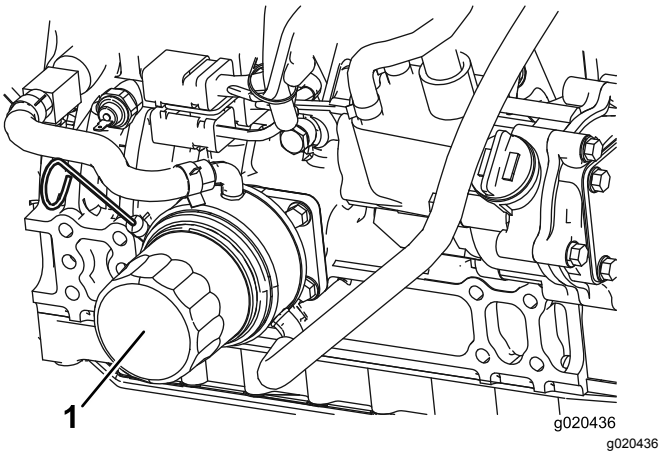

Figur 76
2. Avlägsna oljefiltret (Figur 76). Stryk på ett tunt lager ren olja på den nya filterpackningen innan den skruvas på. **Dra inte åt för hårt.**